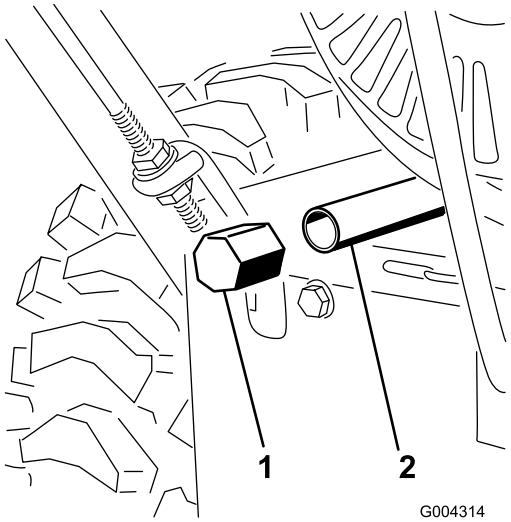

Figur 26
3. Gör rent runt oljeavtappningspluggen (Figur 26).
4. Skjut in ett oljetråg under avtappningsröret och ta bort oljeavtappningspluggen (Figur 26).